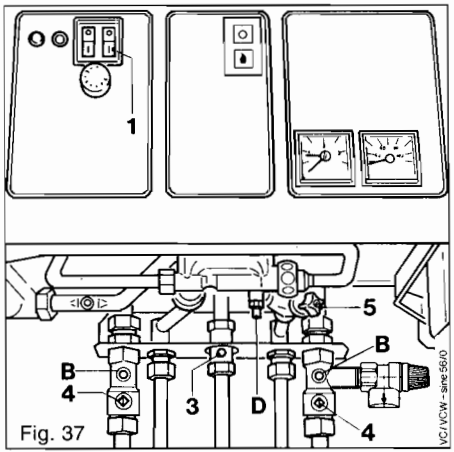

Fig. 37
– Turn off gas service cock (3, fig. 37)
– Turn off boiler C.H. service cocks (4, fig. 37)
– Turn off DHW cold water service cock (5, fig. 37)
Close C.H. service cocks (4, Fig. 37)